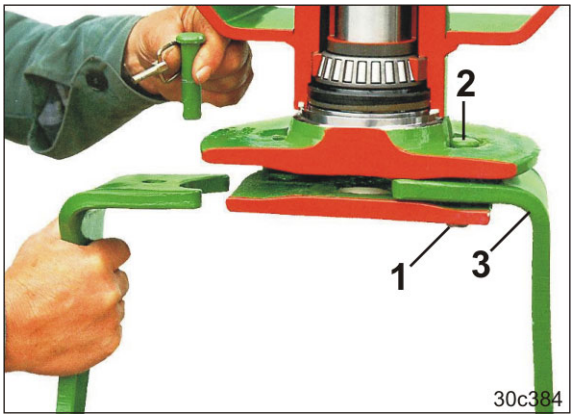
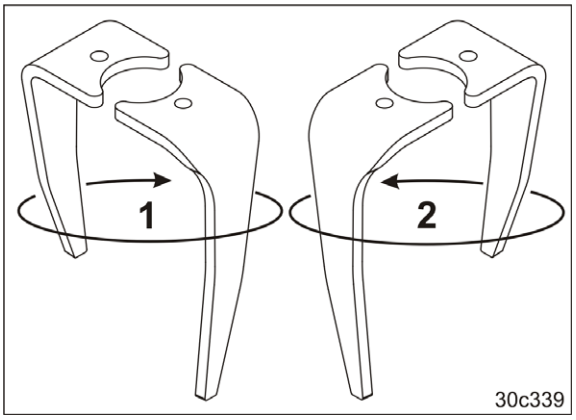

Fig. 257
Fig. 258
2. Træk ringstiften (Fig. 257/1) ud.
3. Slå bolten (Fig. 257/2) ud af værktøjsholderen opad.
4. Udskift jordbearbejdningstanden (Fig. 257/3) [se skemaet (Fig. 258)].
Rotorgrubberens jordbearbejdningstænder står "på indgreb", når de, som vist i skemaet (Fig. 258), fastgøres på værktøjsholderne.